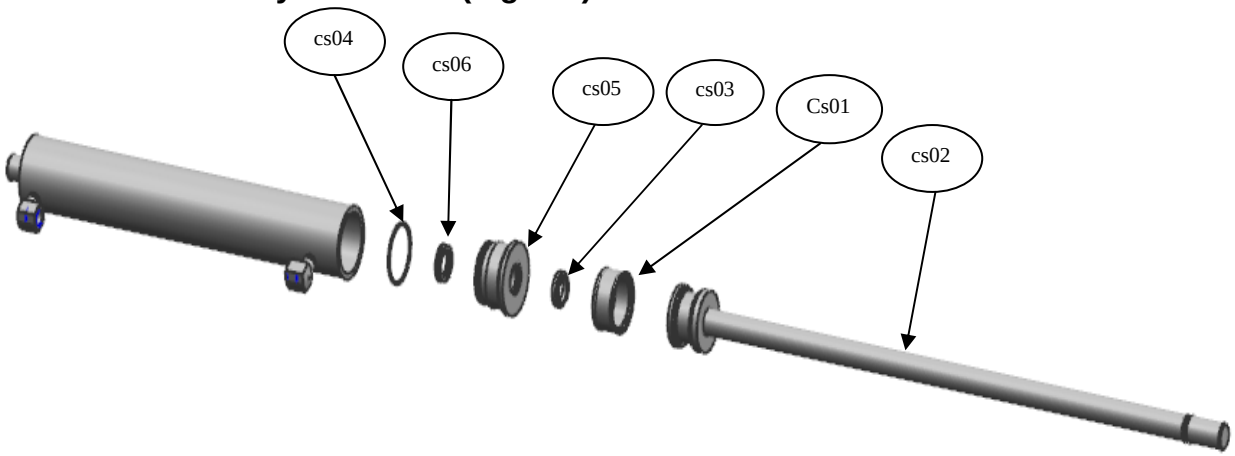

Fig.011
4.3.5 Replacement of the fork shift cylinder seal (Fig.011)